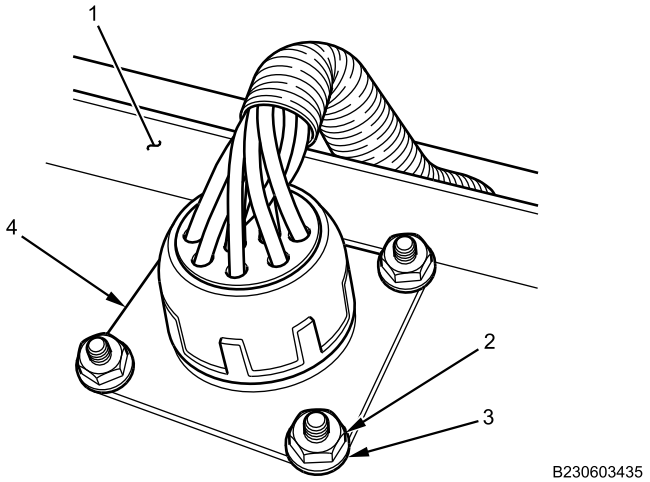

Figure 5. Rear Trailer Hookup Installation.
2. Install four washers (Figure 5, Item 3) and four nuts (Figure 5, Item 2) and tighten securely to secure hookup cover and connector (Figure 5, Item 4) to rear cover plate (Figure 5, Item 1).